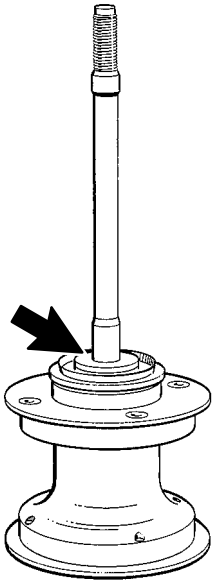

Fig.10
- Put shims TP No. 441589 on the shaft of the tensioner sprocket, see fig. 10. The thickness of the shims corresponds to the difference between the measured distances E and B, plus or minus half the difference between the distances D and B.